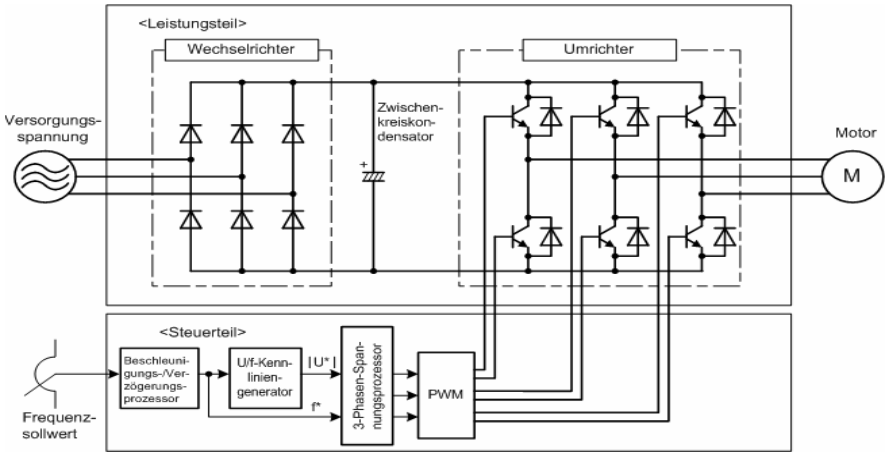

Abbildung 1.4 Schematisches Blockdiagramm des FRENIC-Eco
Wie in Abbildung 1.4 dargestellt, wird die Versorgungsspannung mit Hilfe eines Vollweggleichrichters in Gleichstrom (GS) umgewandelt, der dann den Zwischenkreiskondensator lädt. Der Wechselrichterteil moduliert die im Zwischenkreis gespeicherte Energie durch Pulsweitenmodulation (PWM). Dieses Signal wird an den Motor geleitet. (Die PWM-Schaltfrequenz wird auch „Taktfrequenz“ genannt). Die Spannung, die am Motor anliegt, hat die in der linken Abbildung 1.3 gezeigte Form. („Wellenform der PWM-Spannung“). Sie besteht aus wechselnden Zyklen positiver und negativer Impulsfolgen. Der Motorstrom weist eine recht glatte Wellenformen auf, wie im rechten Teil der Abbildung 1.3 („Wellenform des Stroms“) dargestellt. Dies ist auf die Induktivität der Motorwicklung zurückzuführen. Die Pulsweitenmodulation wird durch die Module der Steuerlogik gesteuert. Dabei soll diese Stromwellenform so angepasst werden, dass sie so weit wie möglich eine sinusförmige Wellenform aufweist.